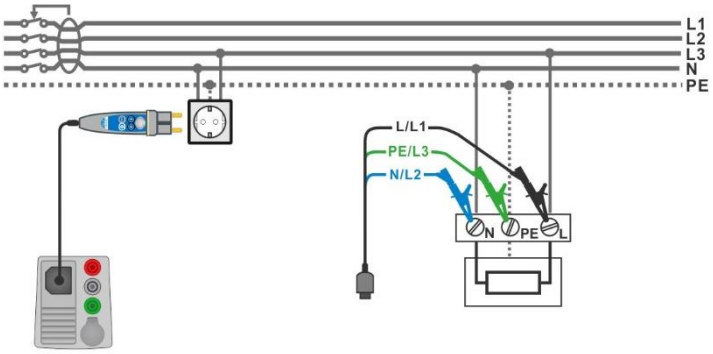

Figure 7.34: Connecting the Plug commander and the 3-wire test lead
- Connect L, N and PE of 3-wire test lead or Plug commander to the object under test, see ***Figure 7.34***.
- Connect 3-wire test lead or Plug commander to the object under test, see ***Figure 7.34.***
- Connect 3-wire test lead or Plug commander to the object under test, see ***Figure 7.34***.
‣ Enter the **RCD Auto** function. ‣ Set test parameters / limits. ‣ Connect test cable to the instrument. ‣ Connect 3-wire test lead or Plug commander to the object under test, see ***Figure 7.34***